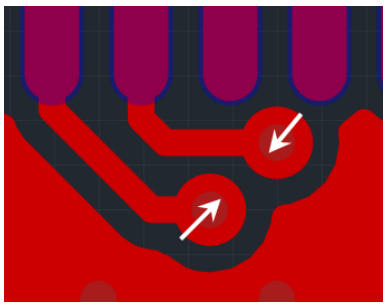

Рис. 598. Зазор между отверстиями
- Любыми отверстиями в плате, см. Рис. 598, обозначается как «*Отв. к Отв.*». Зазор определяет зону вокруг отверстия, в которой запрещается располагать любой элемент другого отверстия.